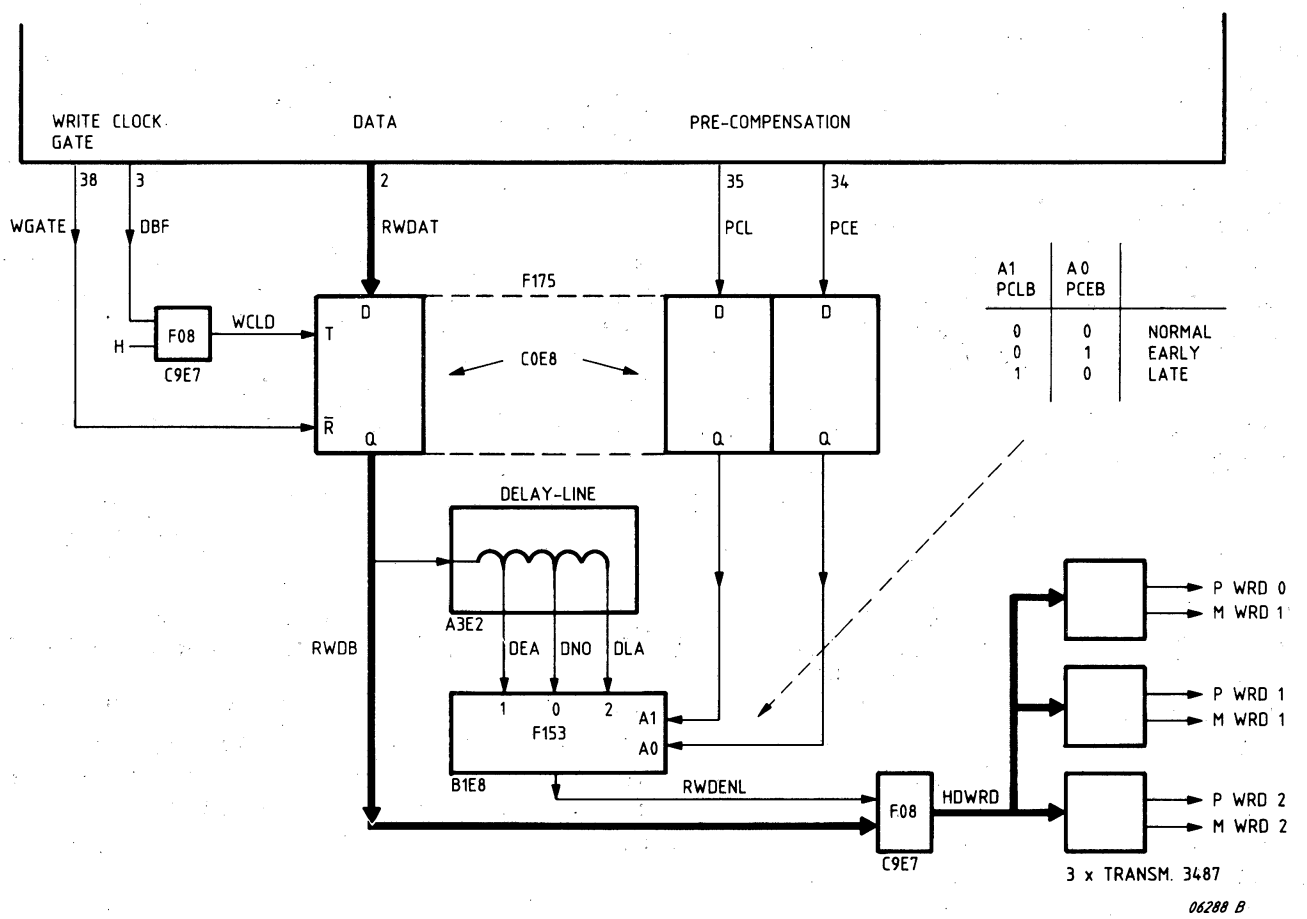

Figure 3.23 PREWRITE COMPENSATION FOR HARD DISK
3.2.5.3.5 PREWRITE COMPENSATION FOR HARD DISK (SEE FIGURE 3.23 AND 4.4)